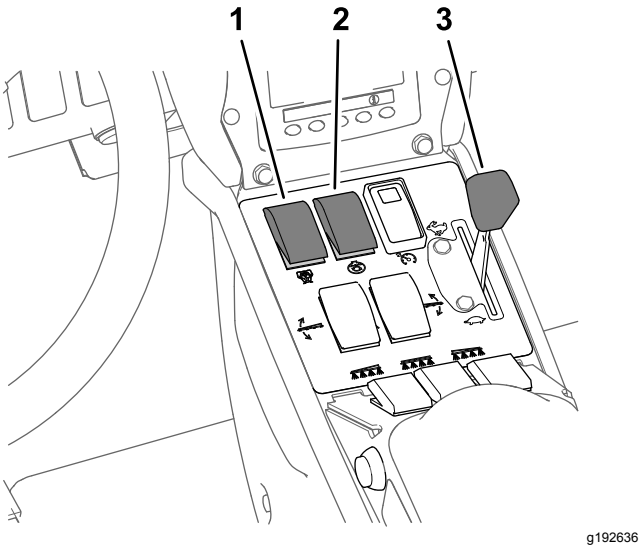

Figure 37
8. Set the agitation switch and the spray-pump switch to the ON position (Figure 37).
9. Set the throttle to the FAST position (Figure 37).
Note: This procedure assumes that the spray pump is on; refer to Figure 37 in Spraying in the Application Rate Mode (page 34).
4. Adjust the throttle to the desired engine speed to spray; refer to Figure 37 in Spraying in the Application Rate Mode (page 34).